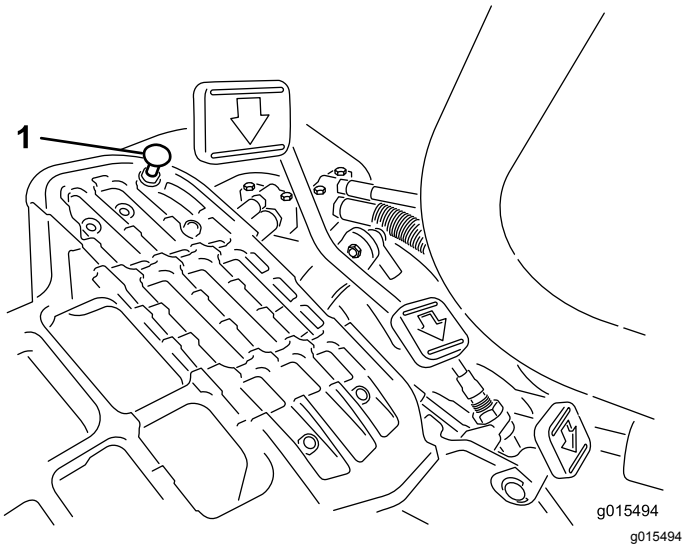

**Figuur 39**
Om de maximale transportsnelheid te verkrijgen, moet u de schakelhendel in de TRANSPORTSTAND zetten en het tractiepedaal intrappen. Als het pedaal contact maakt met de pedaalaanslag (Figuur 39) voordat u
1. Zet de schakelhendel in de TRANSPORTSTAND en draai de borgmoer los waarmee de pedaalaanslag is bevestigd aan de vloerplaat (Figuur 39).